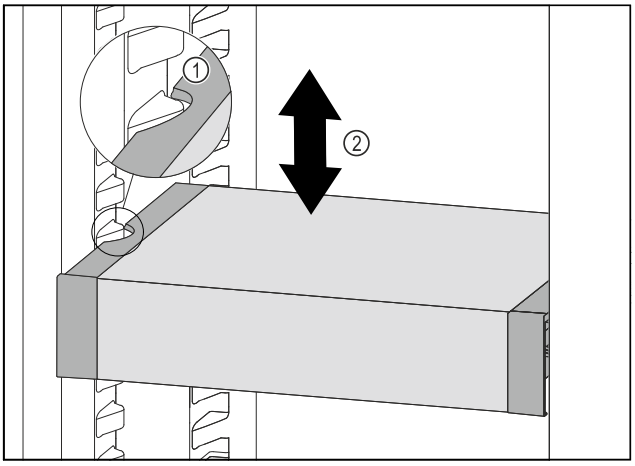

Fig. 172
▶ Pull VarioSafe forwards until the recesses in the side of the VarioSafe are at the level of the support rib in the refrigerator compartment. *Fig. 172 (1)*
▶ Move VarioSafe up or down in the refrigerator compartment until the desired height is reached. *Fig. 172 (2)*